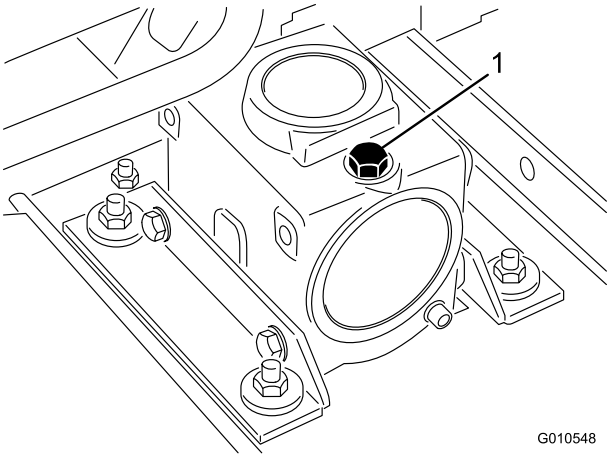

Figuur 18
3. Verwijder de peilstok/vulplug op de bovenkant van de tandwielkast (Figuur 18) en controleer of het peil van de tandwielolie tussen de merktekens op de peilstok staat.